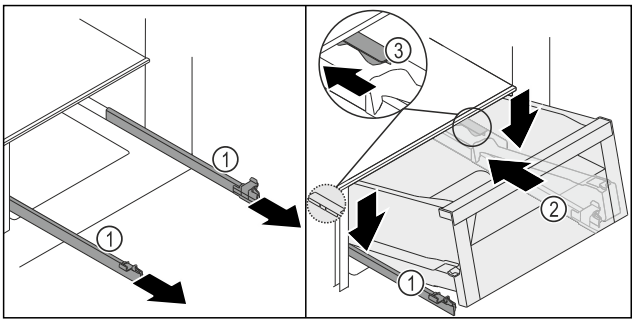
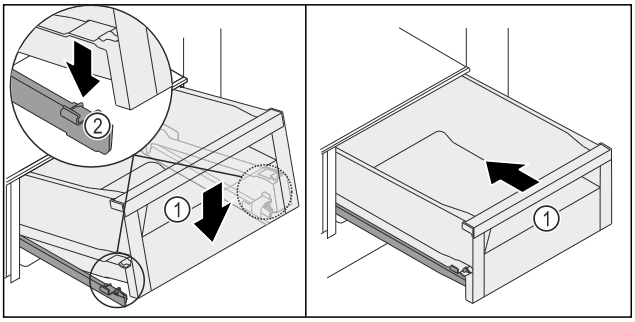

Fig. 117
Fig. 118
- ▶ Håll tag om skenorna *Fig. 117 (1)* och ställ ner utdragslådan *Fig. 117 (2)* bakom stoppet *Fig. 117 (3)* uppifrån på skenorna *Fig. 117 (1)*.
- ▶ Skjut in utdragslådan *Fig. 117 (2)* på skenorna *Fig. 117 (1)* så långt det går.
- ▶ Sänk ner utdragslådan *Fig. 117 (2)* framtill så att den glider in i vänster och höger bygel *Fig. 118 (2)*.
- ▷ Du hör närutdragslådan *Fig. 118 (1)* hakar fast.
- ▶ Skjut in utdragslådan *Fig. 118 (1)*.